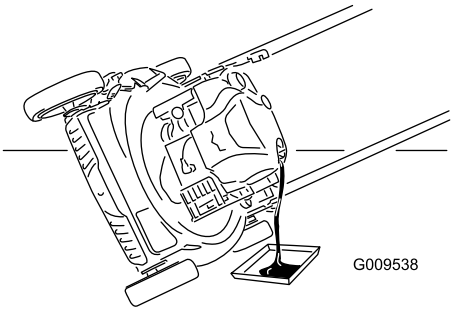

Figura 24
3. Coloque el cortacésped de lado con el filtro de aire hacia arriba para drenar el aceite usado a través del tubo de llenado de aceite (Figura 24).